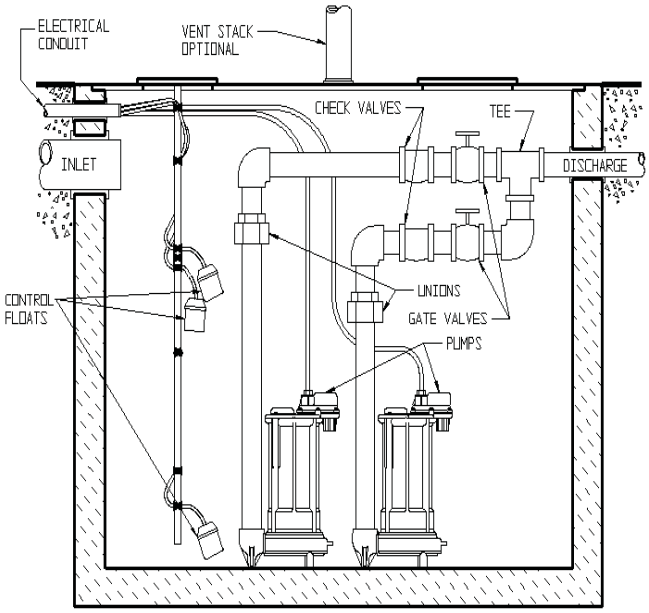

**Fig. 3 – Typical Installation Duplex System**
B. **Duplex (Two Pump) Systems (see Fig. 3):** Set both pumps in place in the bottom of the basin. The duplex control used will include 3 or 4 floats that will either be tethered to one of the discharge pipes or to an independent rod or bracket. Follow the instructions provided with your duplex control device. Each float must be **free to move throughout its travel** and not contacting the pump body, piping, or other objects. Connect an individual discharge pipe to each pump. IMPORTANT: DO NOT